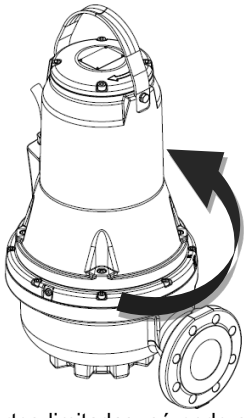

Fig. 10 Sentido dos solavancos
2. Proceda ao arranque e paragem da bomba, observando o movimento (solavancos) da mesma. Se estiver ligada correctamente, a bomba irá rodar no sentido dos ponteiros do relógio, ou seja, os solavancos serão no sentido contrário ao dos ponteiros do relógio. Consulte a fig.10. Se o sentido de rotação estiver incorrecto, troque duas fases do cabo de alimentação.